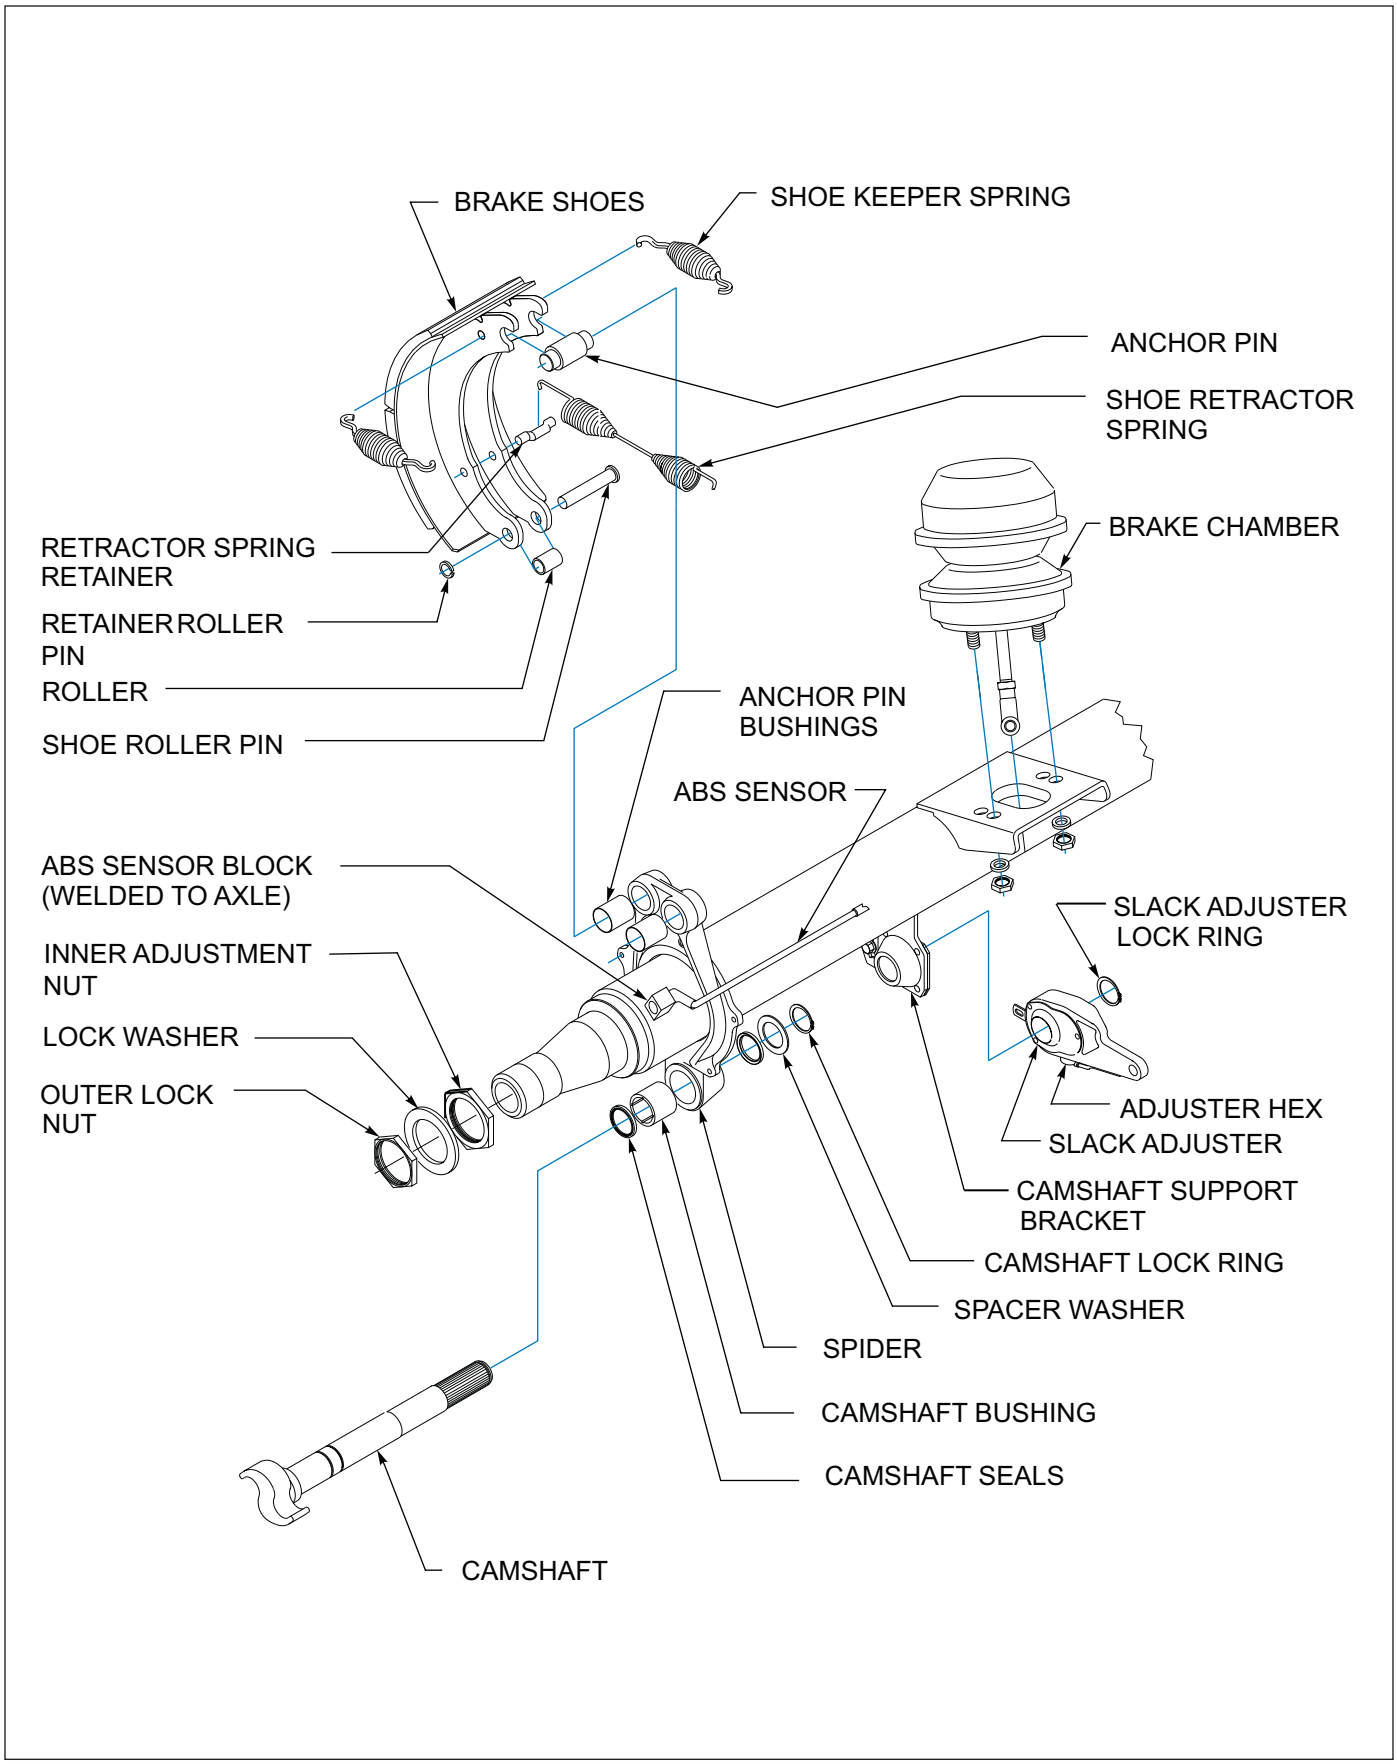

Figure 4-14: Axle and Brake Assembly
2. Remove slack adjuster lock ring and slack adjuster (*See Figure 4-14*.)
1. Release brakes and back off slack adjuster (***See Figure 4-14***.)